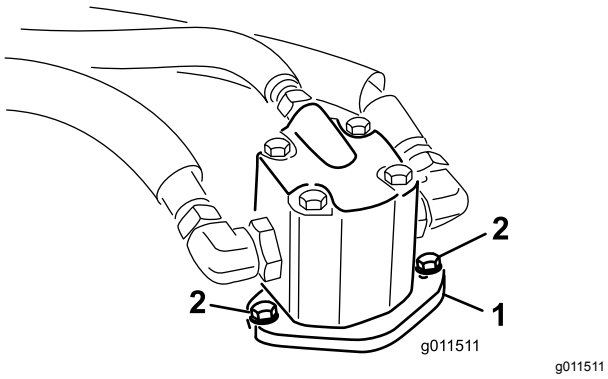

**Figuur 97**
4. Verwijder de bouten waarmee de hydraulische motor is bevestigd aan het maaidek (Figuur 97). Haal de motor uit het maaidek en leg deze boven op het maaidek.